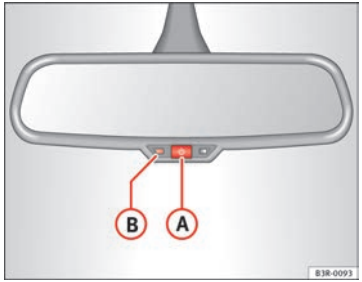

Fig. 104 Interior mirror with anti-dazzle setting: Indicator lamp and on/off switch ▶
– Press button (A) ⇒ fig. 104. Indicator lamp (B) goes off.
– Press button (A) ⇒ fig. 104. Indicator lamp (B) turns on.